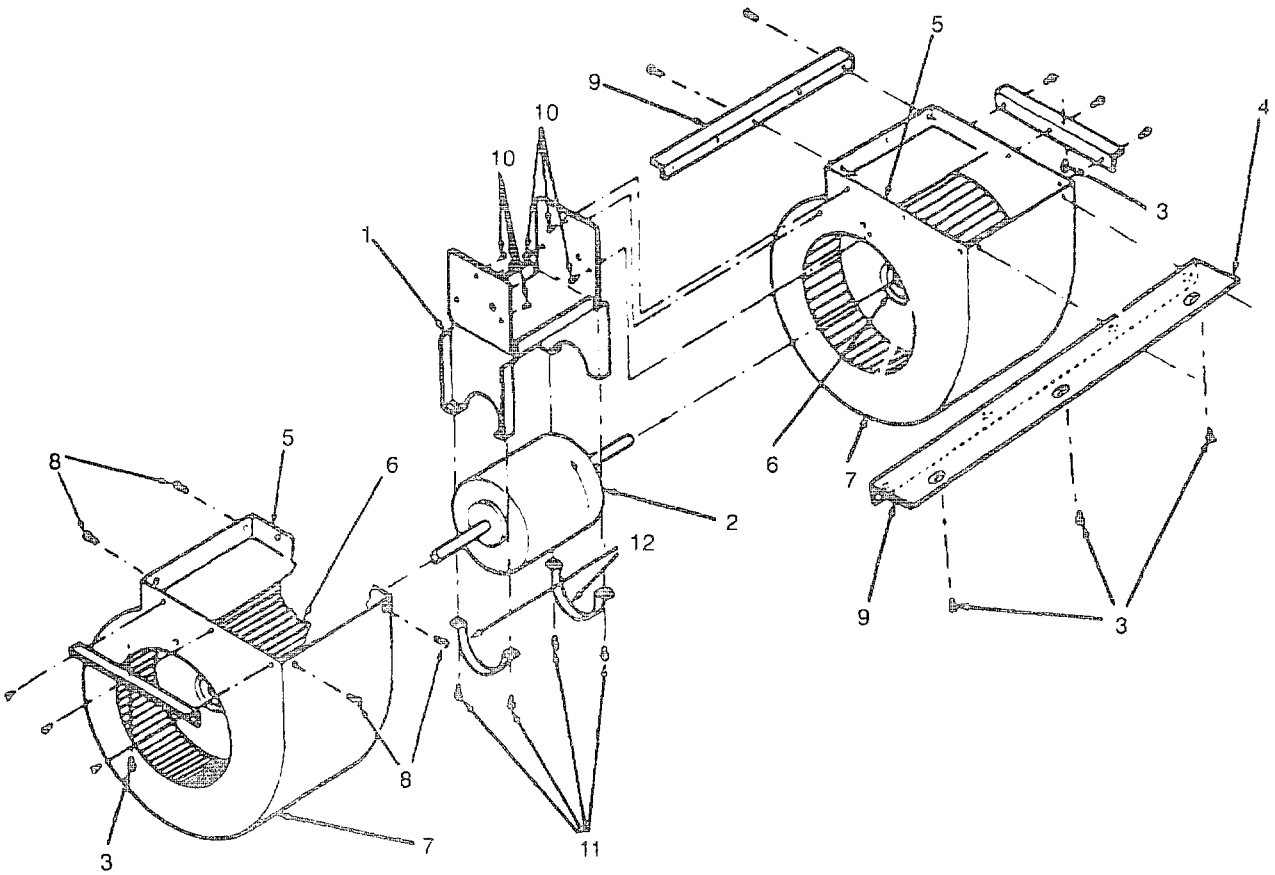

Figure 4-35. INDOOR FANS MOTOR BRACKET
(1) Check the indoor fans motor bracket (1, Figure 4-35) for loose or missing hardware.
(2) Install both front door assemblies. See para 4-17.
(1) Tag and remove wiring to indoor fan motor (2, Figure 4-35) at control box connections.
(2) Remove five screws (3) holding indoor fan assembly in place and retain.
(3) Cut foam (4) and silicone seals (5) around indoor fan assembly and pull the indoor fan assembly forward and out from the air conditioner.
(4) Loosen the 5/16 set bolts (6) holding both indoor fans (7) to the shaft of the indoor fan motor.
(5) Remove the four screws (8) that secure the left fan to the front and rear brackets (9).
(6) Remove the six screws (10) that secure the indoor fans motor bracket (1) to the Indoor fans.
(7) Slide indoor fans (7) off of indoor fan motor (2) shaft.
(8) Remove the four screws (11) holding the motor clamps (12) and remove the clamps.
(9) Remove the indoor fan motor from the indoor fan motor bracket.
Motor oiler must be up and rotation arrow must appear as shown in Figure 4-35. Mounting the motor any other way could cause damage to the motor.